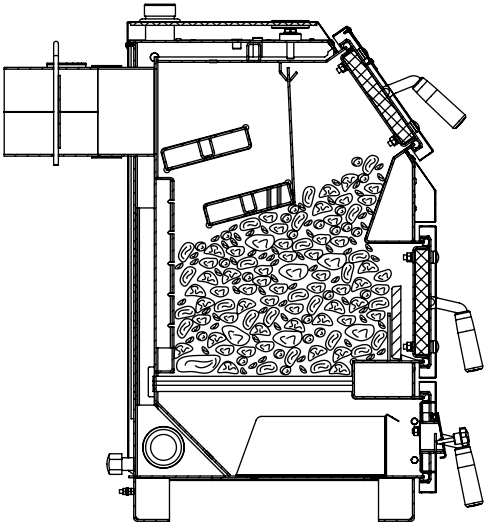

Рис.7 Заполнение котла топливом для режима длительного горения
8.4.6. После достижения желаемой температуры теплоносителя в котле уменьшите количество подводимого воздуха закрытием заслонки на дверце (поз. 16). Мощность котла в грубых пределах регулируется с помощью изменения тяги поворотом задвижки (поз. 18) в дымоходе. Тонкая регулировка производится заслонкой (поз. 15). Дополните по необходимости топку топливом в зависимости от потребления тепла и интенсивности горения. Высота слоя должна быть равномерна по всей глубине топки. Для использования котла в режиме длительного горения, вычистите колосниковую решетку. Хорошо разожгите котел (п. 8.4.1 – 8.4.2), после чего заполните топку через загрузочную дверцу (поз. 12). В режиме длительного горения (рис. 7) допускается наполнение топки топливом до нижнего края заслонки теплообменника (поз. 27). Добавленное топливо хорошо разожгите, а затем снизьте мощность котла, уменьшая тягу путем прикрытия заслонок на дымоходе и дверце котла. Закрывая заслонку дымохода (поз. 18) не допускайте выход дымовых газов в помещение котельной.